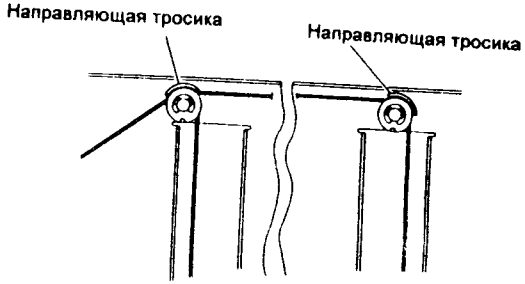

Рис. 10 NZM-0163
- (Рис. 10): Расположите направляющие тросиков, как показано на рисунке 10.